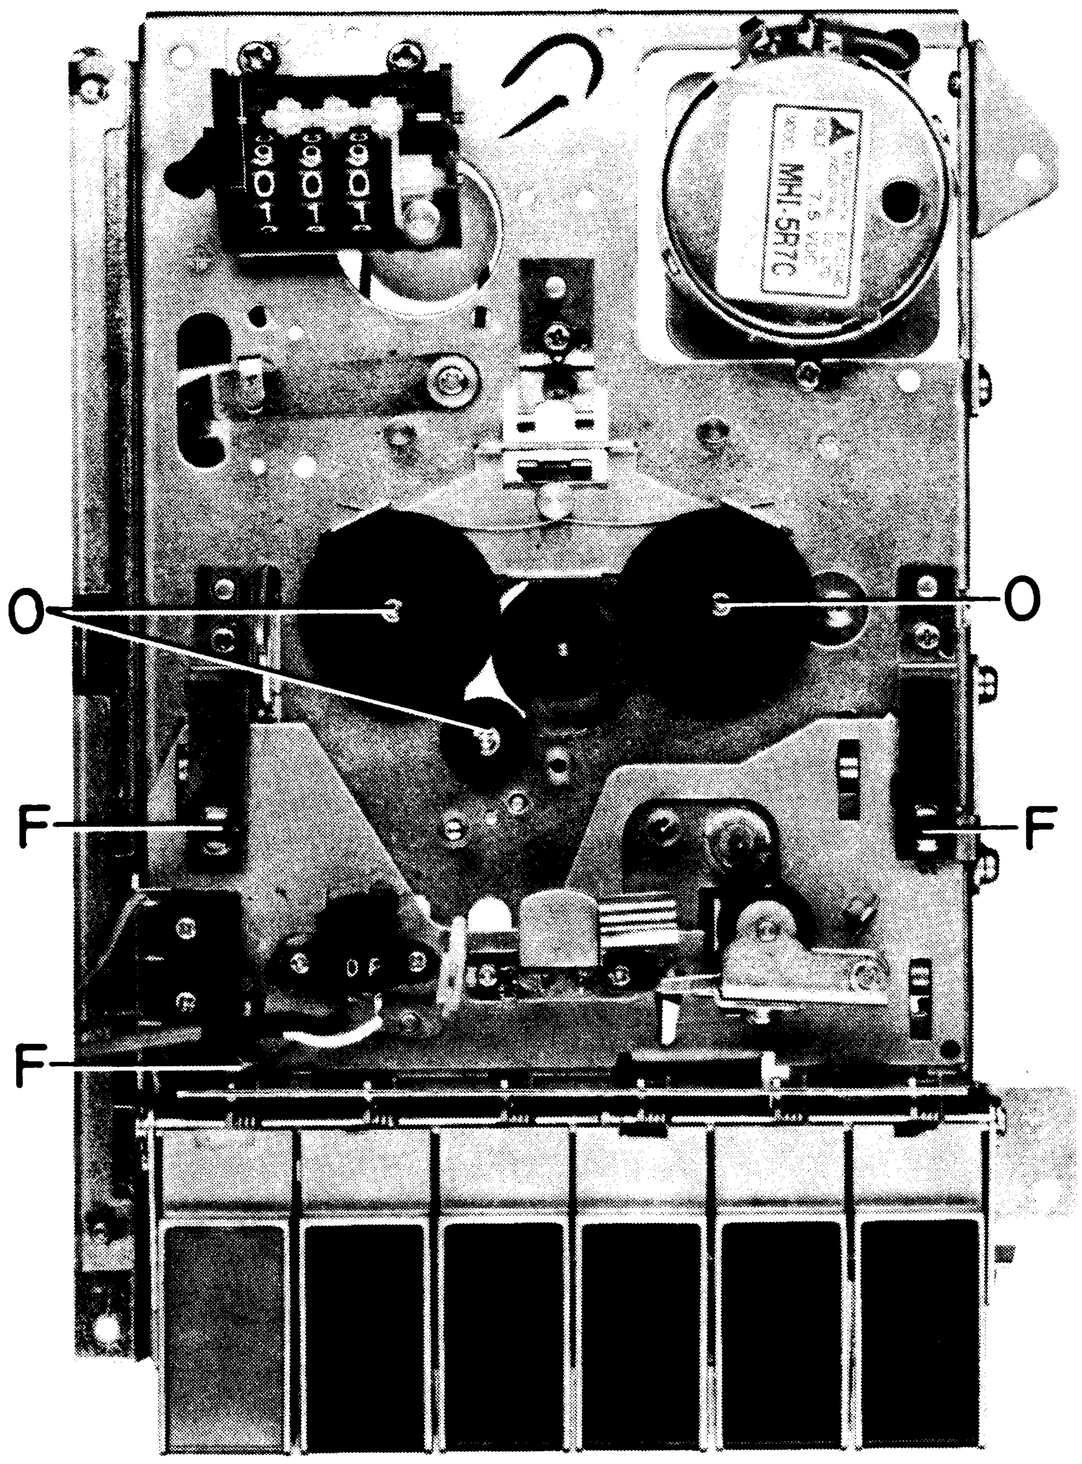

Fig. 2
3.1 Nachdem das Gehäuse entfernt wurde, können die in Fig. 2 und 3 dargestellten Teile geschmiert werden (F = Fett, O = Öl).
3.1 After removal of the cabinet is possible to lubricate the parts shown in Figs. 2 and 3 (F = grease, O = Oil).